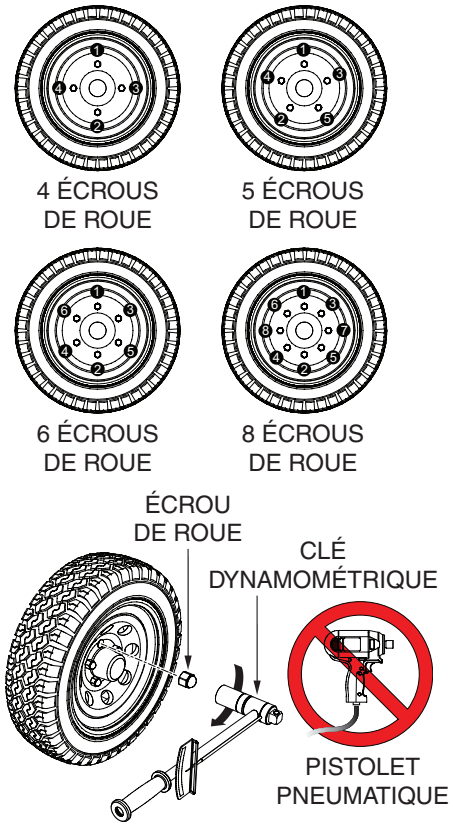

Figure 42. Séquence de serrage écrous de roue
2. Serrer tous les écrous de roue dans l'ordre. Voir Figure 42. **NE PAS** serrer les écrous de roue complètement. Serrer (couple) chaque écrou de roue en trois passes distinctes tel que défini par Tableau 11.